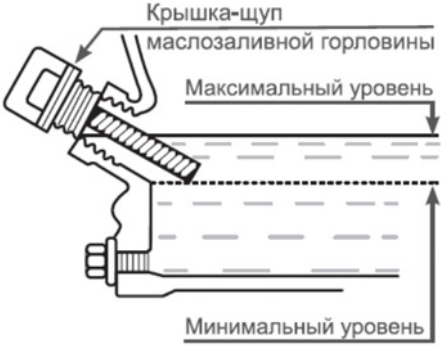

Рис. 11 Проверка уровня масла в картере
Максимальный уровень масла в картере соответствует нижней кромке заливного отверстия (Рис. 11).
2. Выкрутите крышку-щуп маслозаливной горловины и извлеките щуп (Рис. 11).
4 Аккуратно извлеките щуп и осмотрите его. Уровень масла должен соответствовать верхней отметке на щупе. При недостаточном уровне масла в картере необходимо долить чистое масло до верхней отметки на щупе, что соответствует нижней кромке заливного отверстия (Рис. 11).